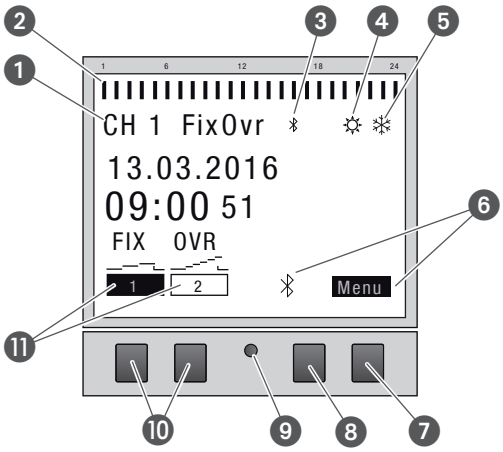

Fig. 2: Skjermens oppbygning
Funksjonsvisninger på de to høyre tastene (Fig. 2/❼ + ❽)
Funksjonsvisninger på de to venstre tastene (Fig. 2/⑩)